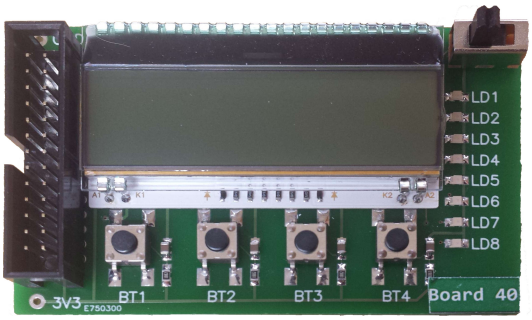

Abbildung 9: Knöpfe-LED-LCD Platine [11]
- Eine Steuerkarte mit 4 Tasten und 8 LEDs, siehe Abbildung 9.